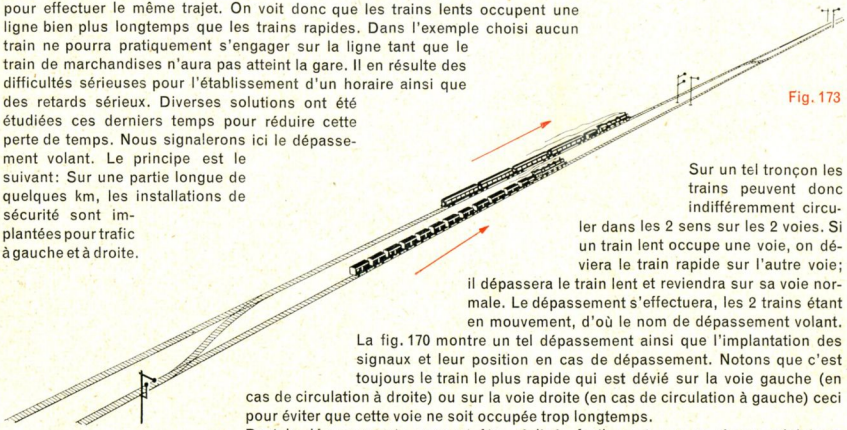

Fig. 173
5. Les dépassements volants (fig. 173)